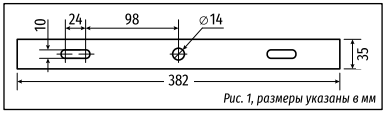

*Рис. 1, размеры указаны в мм*
1. Прожектор устанавливают на поверхности при помощи поворотной лиры с тремя отверстиями, Рис. 1.